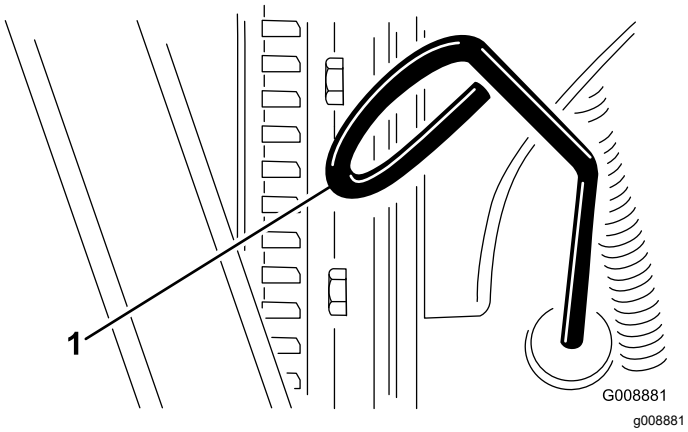

Figuur 54
zich tussen de VOL- en BIJVULLEN-markering bevinden (Figuur 54).
4. Als het oliepeil te laag is, moet u de vuldop verwijderen en olie bijvullen tot het peil zich tussen de VOL- en BIJVULLEN- markering bevindt (Figuur 54).